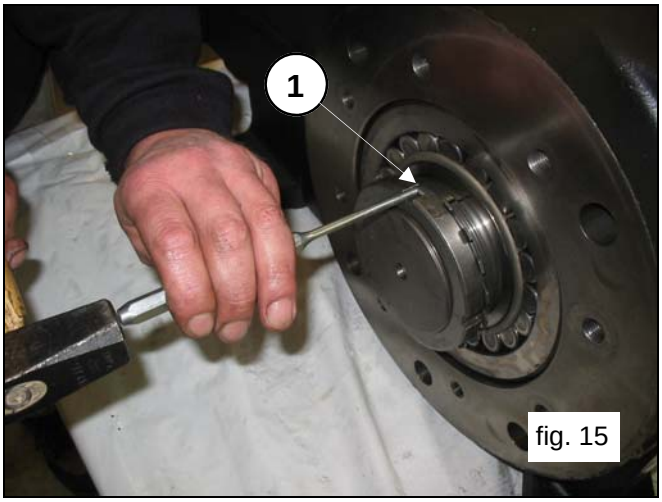

fig. 15
Lift the safety washer key (pos.①, fig.15).